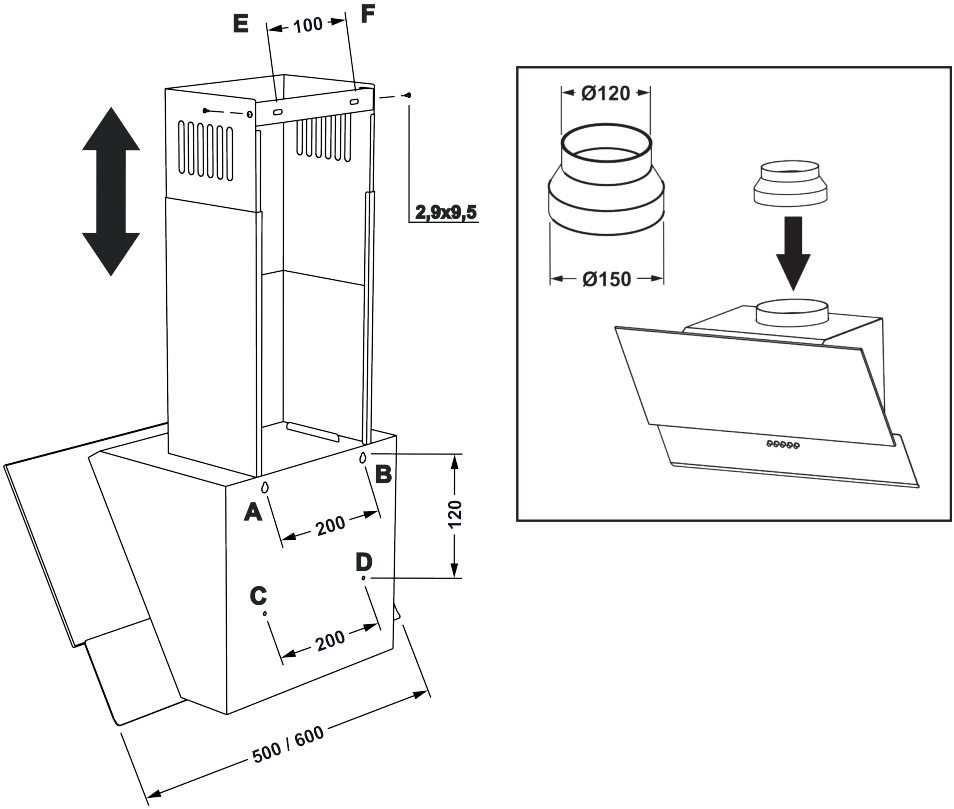

Рис. 4
6.4 Проведите разметку крепежных отверстий корпуса на стене кухни. Для этого изготовьте бумажный шаблон с координатами 4-х отверстий на задней стенке корпуса (точки A, B, C, D див. схема монтажу); приложите шаблон к стене на необходимой высоте, указанной ранее, и выровняйте по уровню (рис.4).
6.10 Установите телескопический кожух дымохода на корпусе вытяжки. Поднимите верхнюю панель кожуха с планкой под потолок, чтобы он закрывал воздуховод вентиляции, и разметьте по пазам планки 2 отверстия под крепление (точки E, F) рис.4.
6.14 Установите внешнюю панель кожуха дымохода в пазы на корпусе вытяжки, а внутреннюю – поднимите вверх до совмещения отверстий крепления с планкой и соедините с боков 2-ма шурупами ПКГ 2,9x9,5 (рис.4).